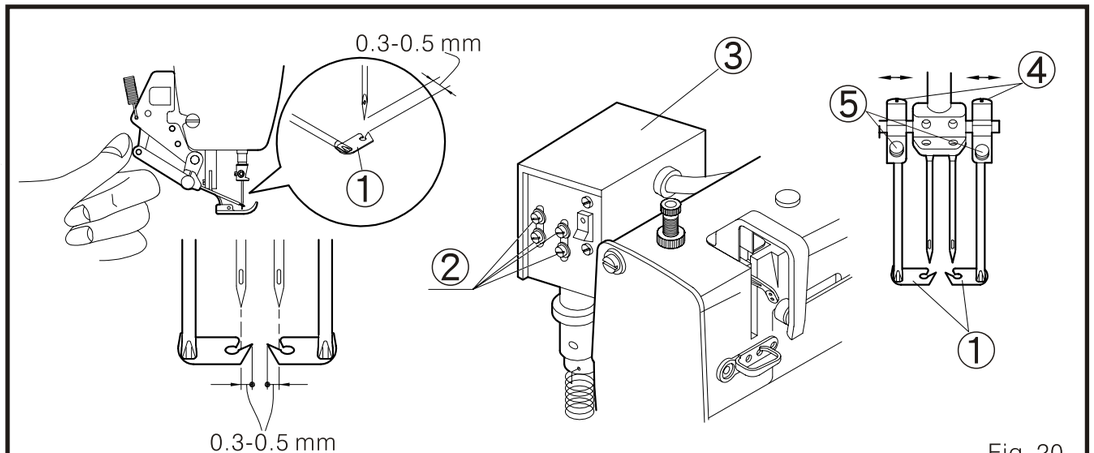

Fig. 20
1. Ajustar el botón ajustable de número de puntada al numero 2, y gire la polea para subir la aguja al punto mas alto superior.Afloje los 4 tornillos fijados 2, y ajuste el solenoide 3 de arriba abajo para mantener la distancia de0.3 mm entre la punta del limpiador de hilo 1 a la punta de la aguja mientras presione el mencionado limpiador. Por favor tenga cuidado que la base de asiento del limpiador de hilo 4 no toque la barra del pie prénsatelas. Después de enhebrar, afloje el tornillo 5 para ajustar la posición izquierda y derecha de la punta del limpiador de hilo 1 para que esta enganche el hilo de la aguja perfectamente. (Fig. 20)